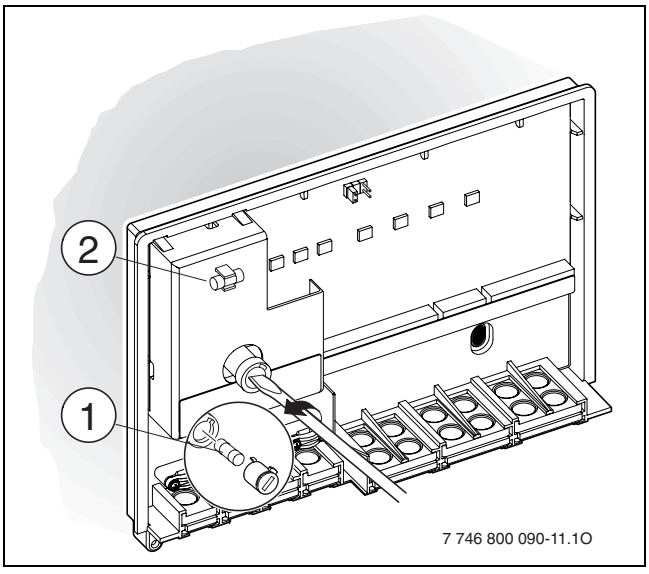

Fig. 14
- ▸ Substituir o fusível [1] por outro do mesmo tipo (2,5 AT, em cerâmica, cheio com areia) (→ fig. 14). Está disponível um fusível sobressalente [2] na cobertura no módulo ICM.